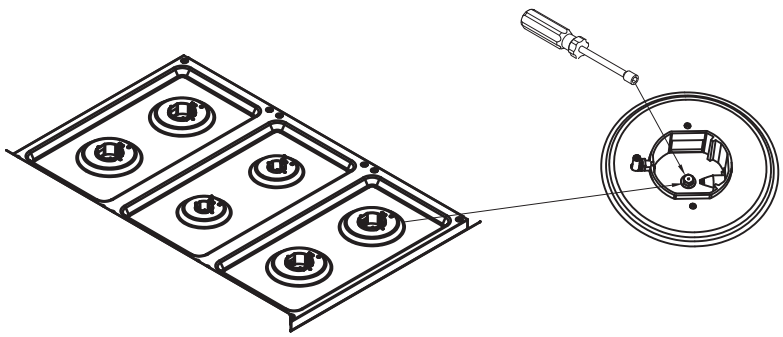

Figure 4 — Removing and installing a cooktop burner orifice
2.Using a 7 mm nut driver or wrench, remove the existing natural gas orifices (see Figure 4). Carefully read each replacement orifice label and install the correct LP orifice in the exact location specified in Part 2. Do not force or over-tighten the orifices.